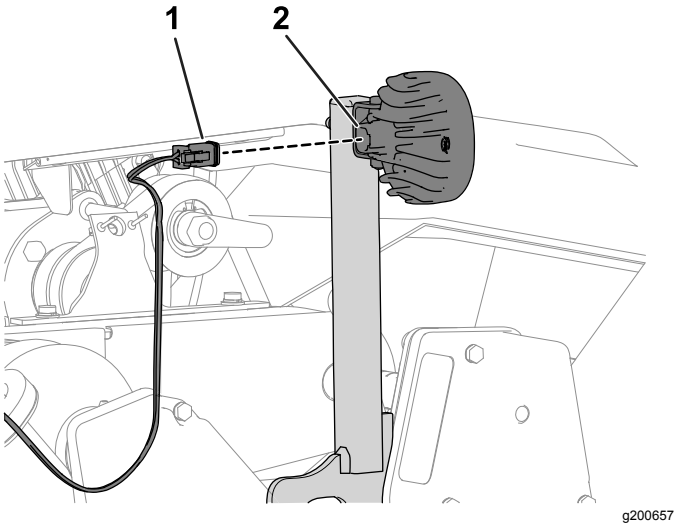

Figur 13
1. Koble LED-lysets kontakt med to pinner til LED-lysledningssatsens kobling med to sokler (Figur 13).